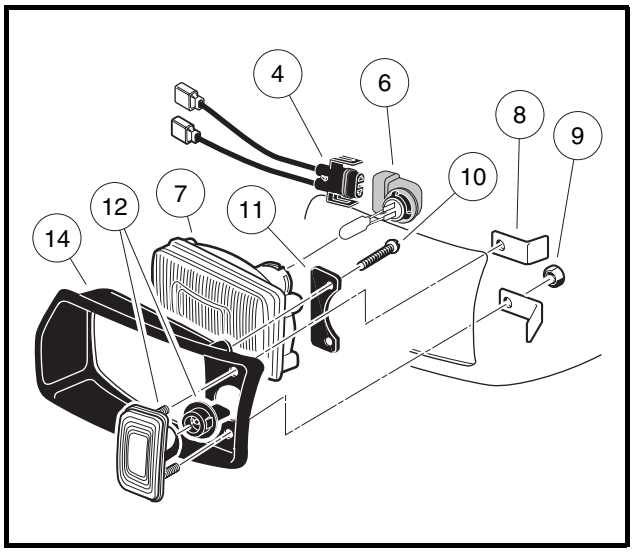

Figure 12-32 Headlight Assembly
2. From the front of vehicle, reach under cowl and turn the wire harness/halogen bulb assembly, (4 and 6), clockwise one-quarter turn **(Figure 12-32, Page 12-29)**.
3. Remove the wire harness/halogen bulb assembly (4 and 6) from the headlight lens (7).
4. Lift the retaining tabs on the connector (4) and remove halogen bulb assembly (6).
1. Connect wire harness (4) to the halogen bulb assembly (6). The retaining tab should lock onto the halogen bulb assembly **(Figure 12-32, Page 12-29)**.
2. From the front of vehicle, reach under cowl and insert wire harness/halogen bulb assembly (4 and 6), into the headlight lens (7).